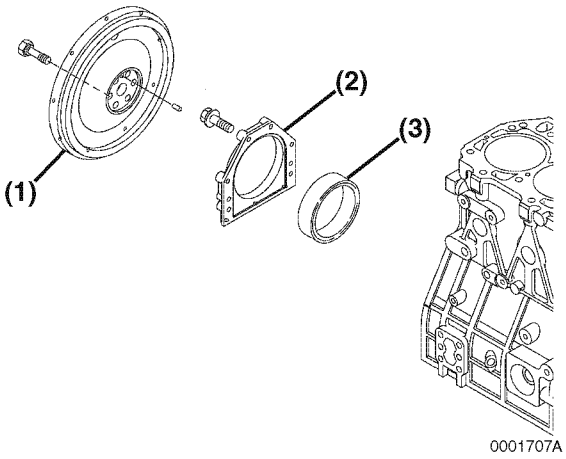

Figure 6-112
3. Remove the rear oil seal **(Figure 6-112, (3))** from the seal housing **(Figure 6-112, (2)).**
4. Apply a continuous bead of ThreeBond Liquid Gasket No. 1212, Yanmar Part No. 977770-01212 to the outside diameter of a new oil seal **(Figure 6-112, (2)),** and install in the housing. Apply lithium grease to the lip of the seal.